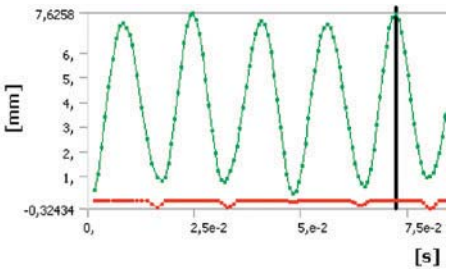

Bild 7: Anregung vorwiegend der ersten Eigenfrequenz durch konstante Last
- eine konstante Belastung eine oder mehrere Eigenfrequenzen anregt (Bild 7), je nachdem, welche Verformung sie erzeugt,